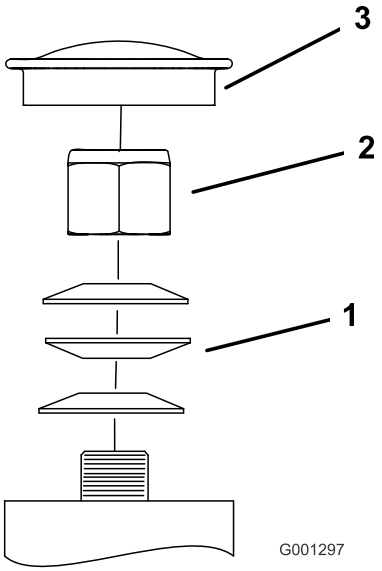

Figur 55
3. Fjern støvhætten fra styrehjulet, og spænd låsemøtrikken (Figur 55).
4. Spænd låsemøtrikken, indtil fjederskiverne er flade, og skru derefter 1/4 omgang ud for at indstille forspændingen på lejerne korrekt (Figur 55).
Vigtigt: Sørg for, at fjederskiverne monteres korrekt som vist i Figur 55.
5. Monter støvdækslet (Figur 55).